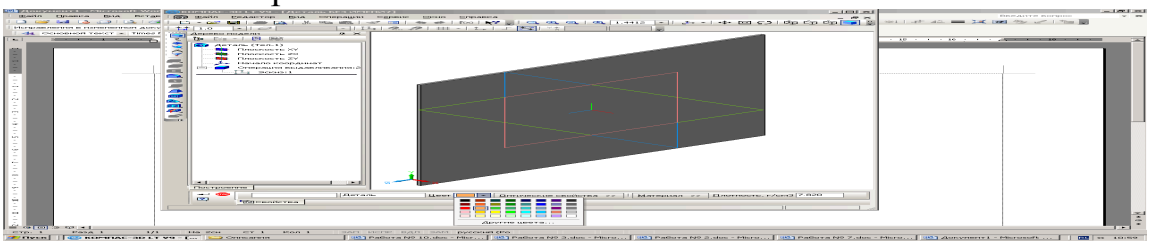

Рис. 10.14. Панель свойств детали-плоскости.
2.9.2. Выберите пункт **Свойства**. Панель свойств должна иметь вид, показанный на рис. 10.14.